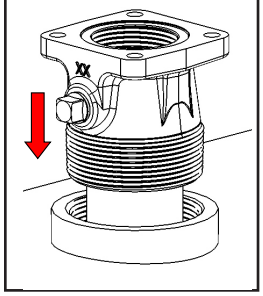

Figure 3
3. Monter la pompe sur l'adaptateur en veillant à poser le joint et le tamis comme sur l'illustration (Figure 3).